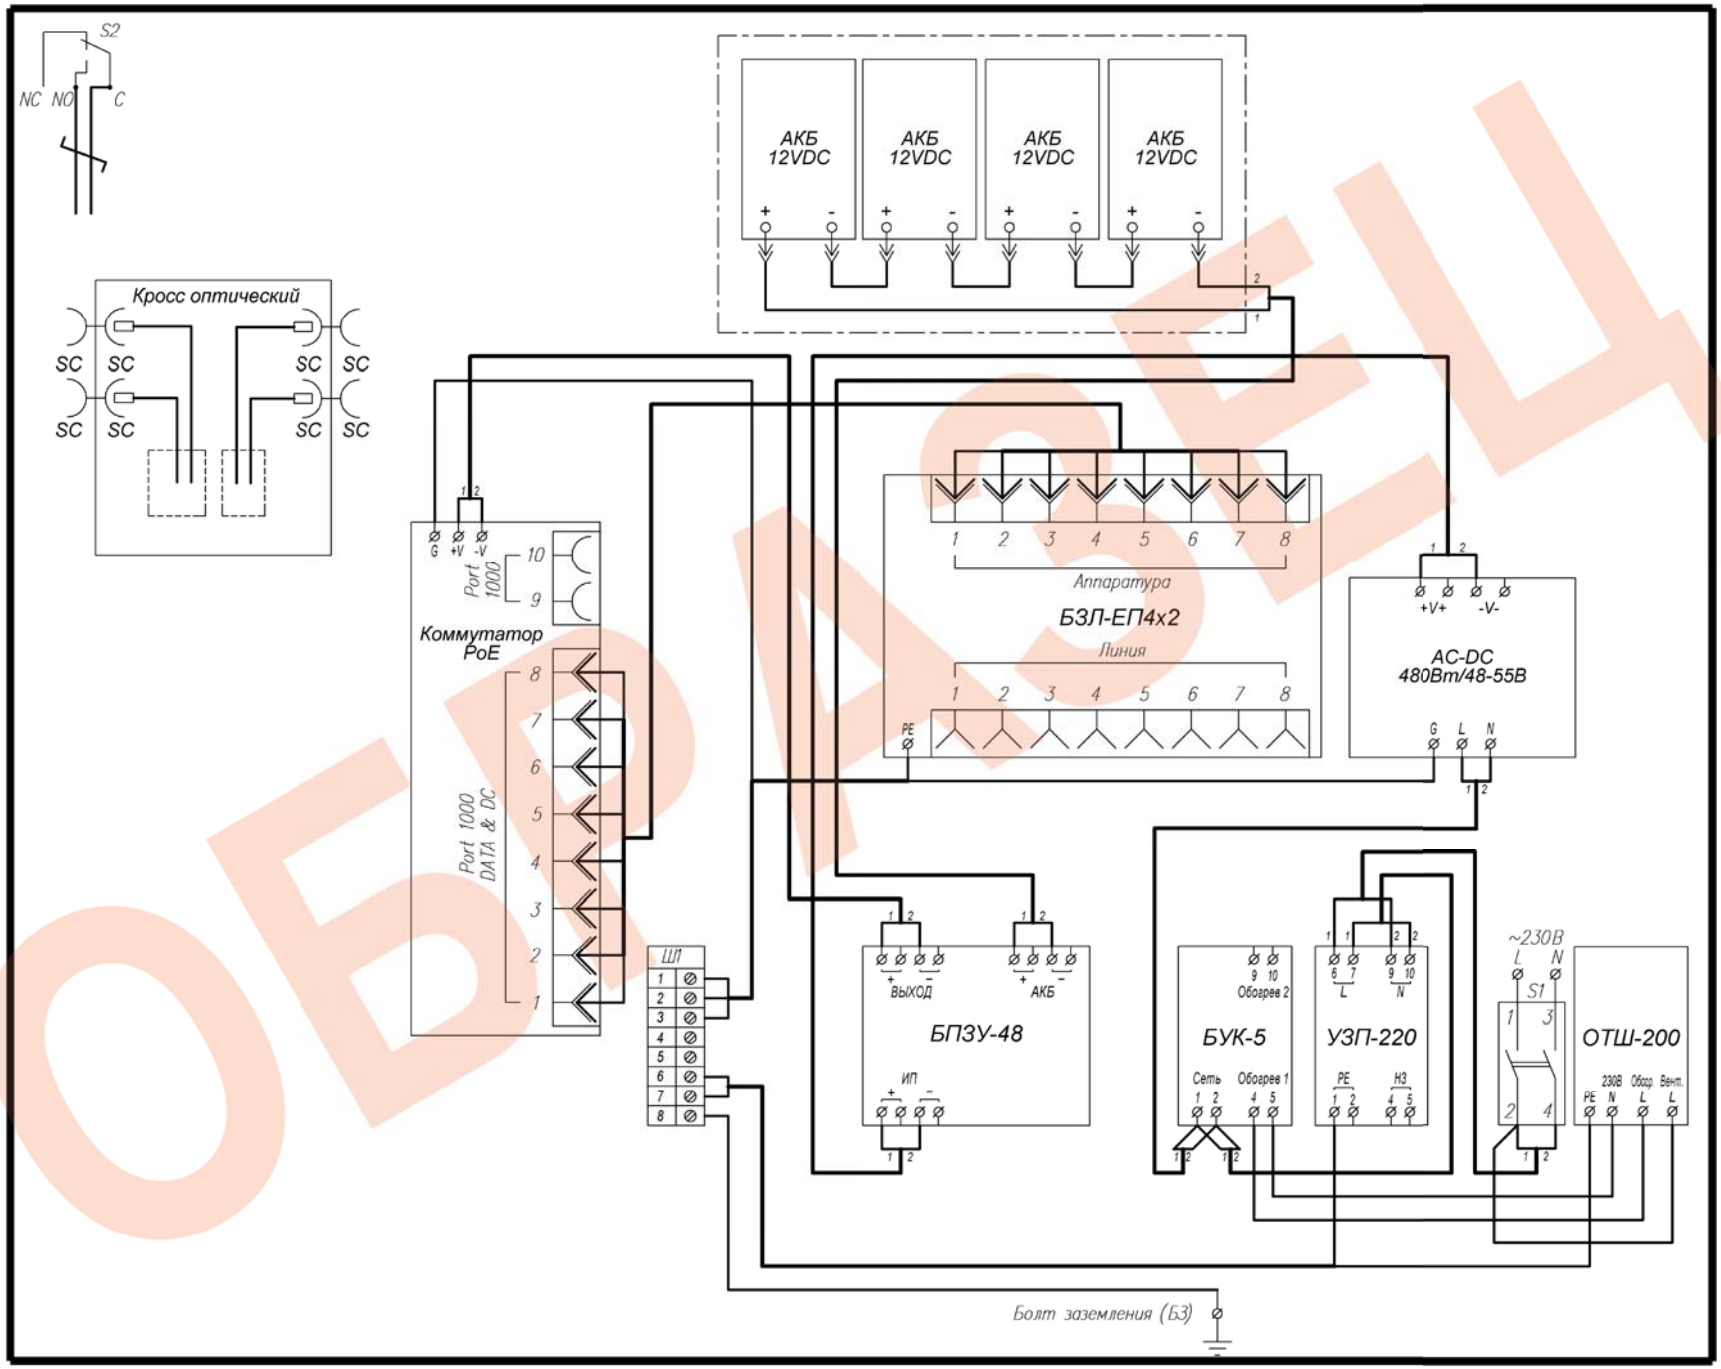

Рис.1 Схема электрическая принципиальная
4. Подключить АКБ к БПЗУ-48 согласно схеме (рис.1).
7. Подключить кабель питания к входу автомата питания S1 (сечение подключаемых проводов до 25 мм²), при этом фазный провод (L) соединить с контактом 1, нулевой провод (N) с контактом 3.
1. Заземлить изделие при помощи болта заземления (БЗ) (рис.1).